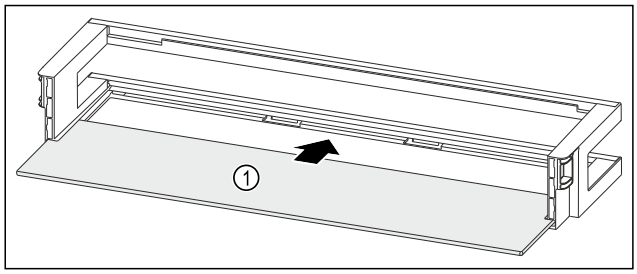

Fig. 212 Durvju plaukts ar plauktu
- ▶ Iebīdiet plauktu *Fig. 212 (1)* sānu padziļinājumos.